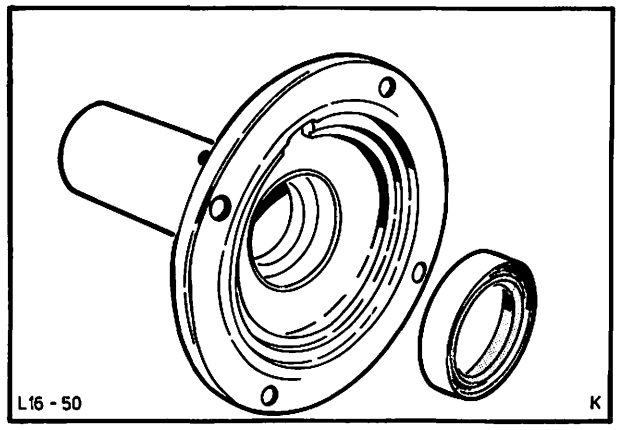

Abb. 65 Dichtring – Führungshülse
39. Neuen Dichtring, mit der Dichtlippe im eingebauten Zustand zum Getriebegehäuse zeigend, mit einem passenden Rohr vorsichtig eintreiben, Abb. 65. Dichtringlippe mit Mehrzweckfett bestreichen.